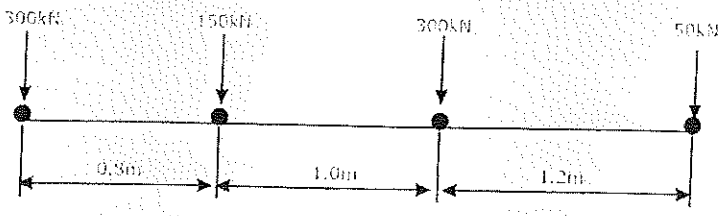

Fig. 4
7. The wheel loads shown in **Fig. 4**, roll over along a beam of 10m span. Find the maximum bending moment which can occur at a section 4m from left support. Also determine the absolute maximum bending moment anywhere on the beam. Any load can lead the system of loads. **14**